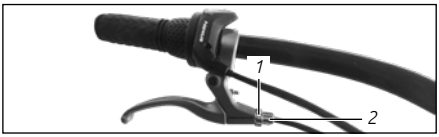

Fig. :45
1. Desserrez le contre-écrou *(voir « Fig. :45 (1) »)* de un à deux tours dans le sens inverse des aiguilles d'une montre.
- Vissez ou dévissez l'écrou moleté *(voir « Fig. :45 (2) »)* jusqu'à ce que la distance des garnitures de frein soit d'environ 1 mm des deux côtés.